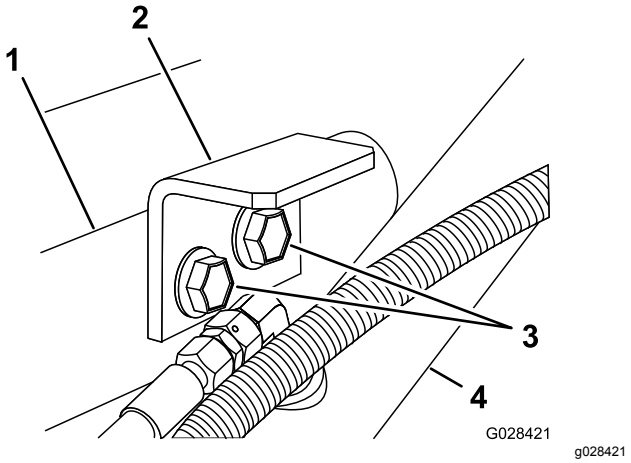

Figur 9
3. Montera låsfästena på stödfästet och ramen med de två flänsskruvar och flänslåsmuttrar som togs bort i steg 1 (Figur 9).